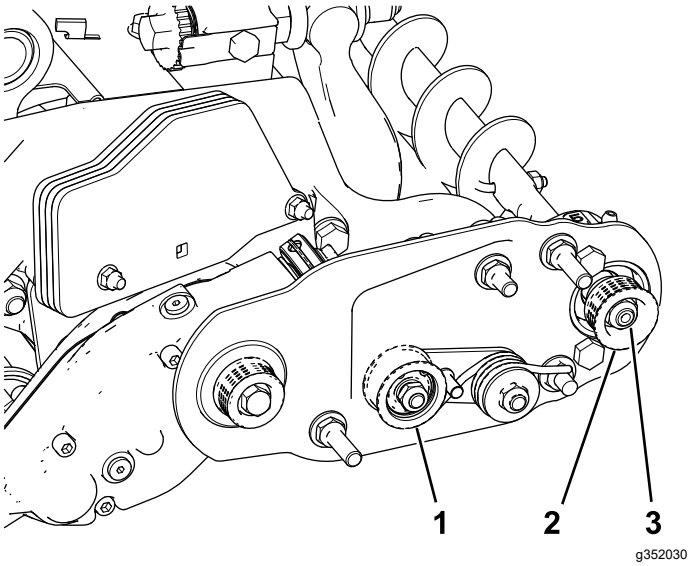
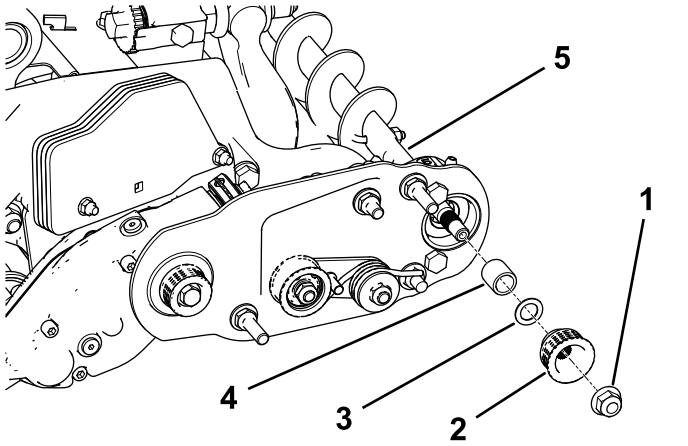

Figur 24
Figur 25
Merk: Den drevne remskiven (på valsebørsteakselen) kan beveges inn og ut (Figur 24).
2. Roter spolen, som roterer drivremskiven, og løft remmen av drivremskiven (Figur 24).
3. Fjern låsemutteren som fester den drevne remskiven til børsteakselen (Figur 24 eller Figur 25).
4. Fjern den drevne remskiven fra akselen (Figur 25).
5. Hvis remskiven må flyttes utover, legg til en 0,8 mm tykk skive (Figur 25).